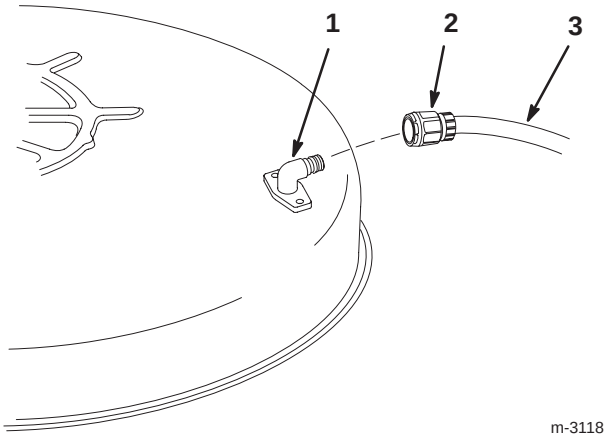

Figure 33
5. Vissez le raccord de lavage à l'embout de lavage du carter de tondeuse, et ouvrez l'eau en grand (Fig. 33).